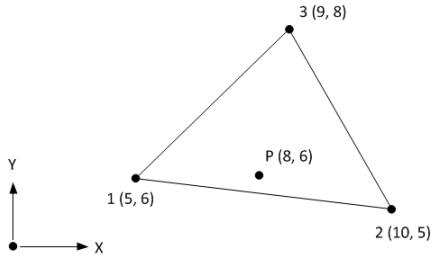

Figure 8
Q.4 (a) The element shown in the figure 8 is from a finite element model of a thin aluminum plate with 5 mm thickness. The nodal displacements vector q = [0.05 0.02 0.04 0.04 0.03 0.03]^T mm. Determine: (a) the natural coordinates (,) of point P, and (b) the displacement at the point P. **04**